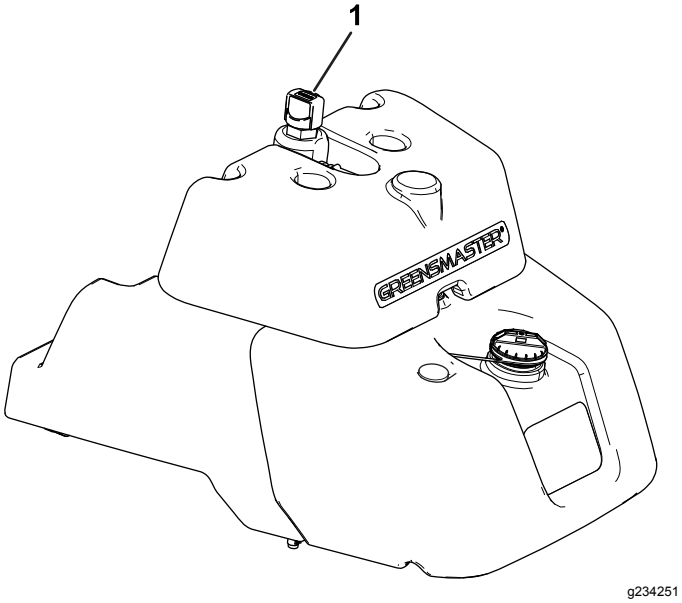

Figur 43
- Om tanken inte har något inspektionsfönster lokaliserar du oljestickan ovanpå huvudhydraultanken (Figur 43) och går vidare till steg 3.